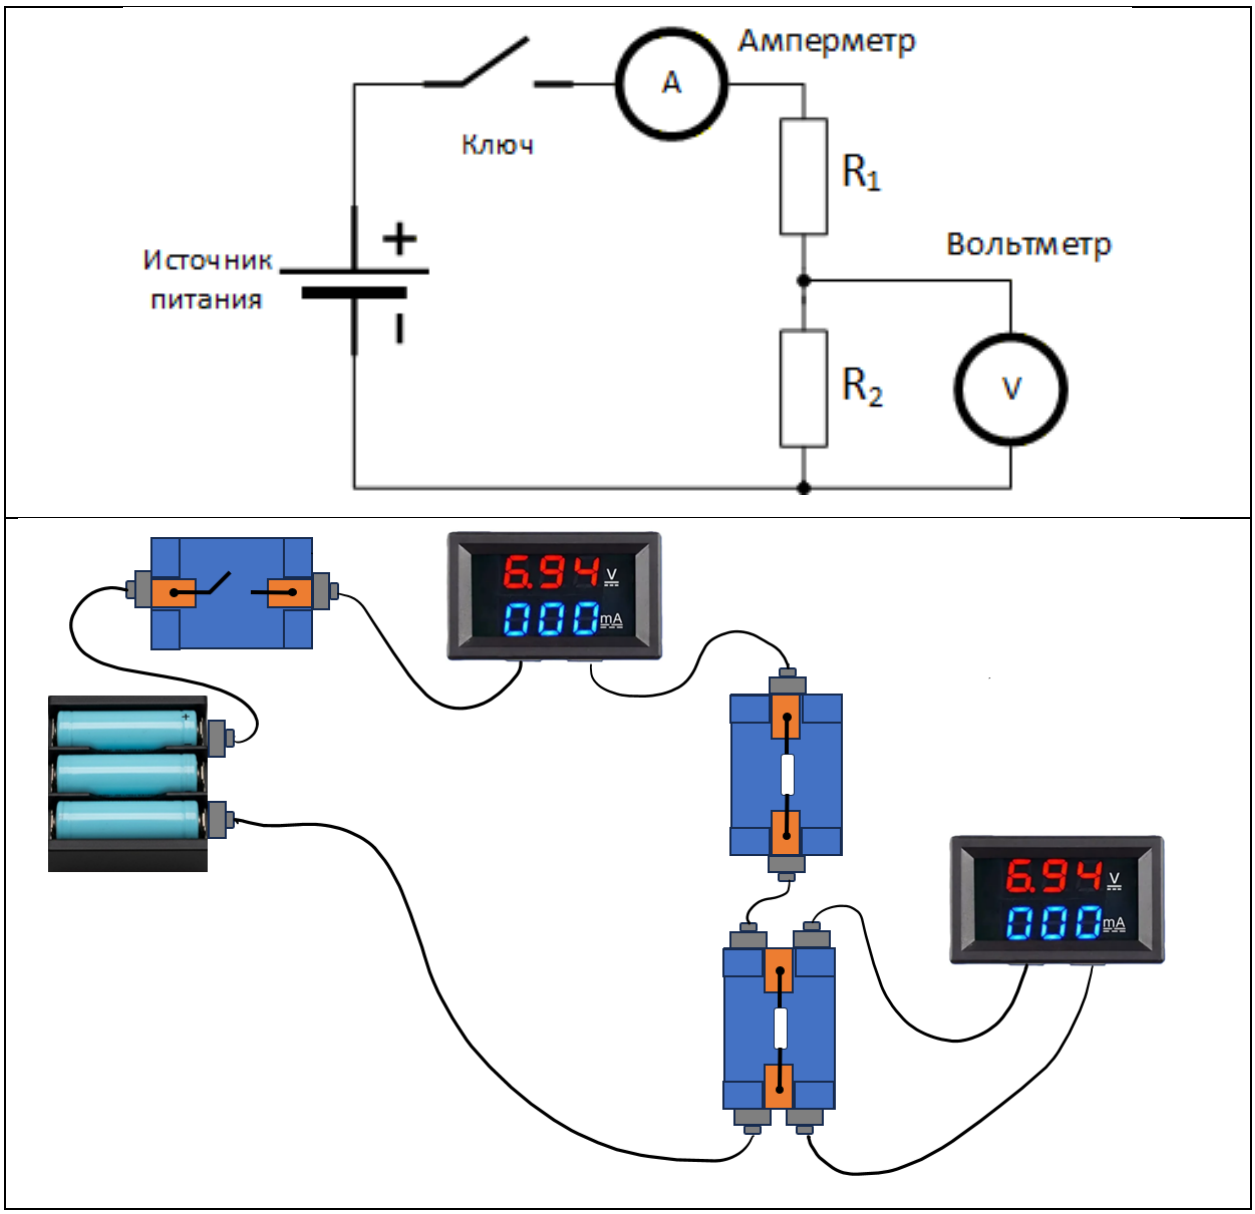

Рисунок 1. Схема делителя напряжения
4. При измерении выходного напряжения делителя (рис. 1) вольтметр показал значение, равное входному напряжению. Какая неисправность наиболее вероятна в цепи? Ответ обоснуйте.